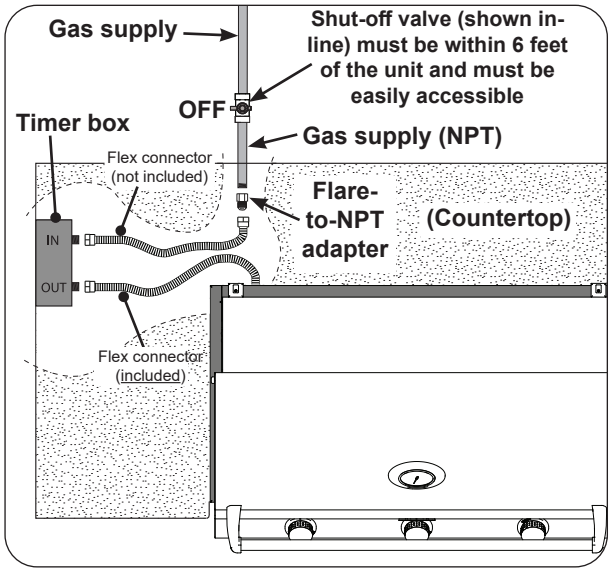

Fig. 25-2 Household LP & Nat. gas diagram
3. Using two wrenches, connect the flex connector coming from the grill to the **1/2" flare adapter labeled OUT**. See Fig. 25-2. Ensure the connection is tightened securely.
4. **Connect gas source to IN:** Using two wrenches, connect a flex connector (not included) to the **1/2" flare adapter labeled IN**. See Fig. 25-2. Ensure the connection is tightened securely.
5. Route the flex connector coming from the timer box to the gas supply stub (see Fig. 25-2).